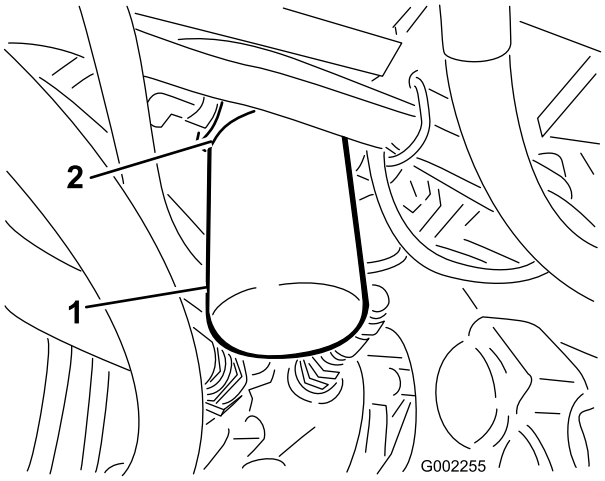

Figur 57
2. Rengör runt området där filtret monteras (Figur 57).
4. Ta bort filtret (Figur 57).
5. Smörj den nya filterpackningen (Figur 57).